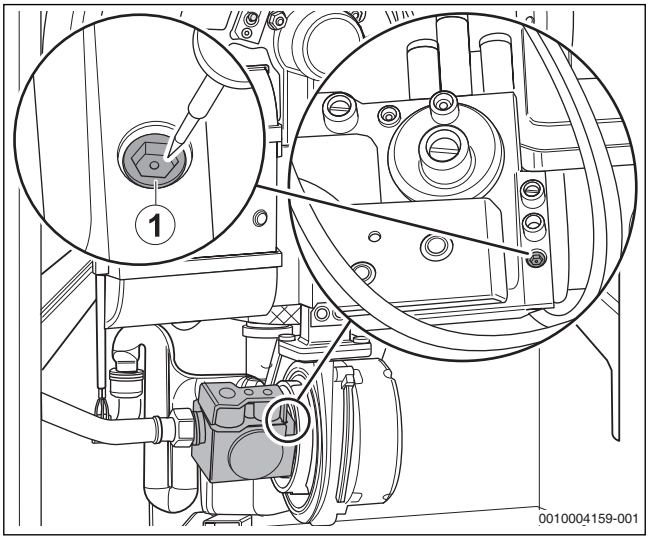

Bild 51 CO_2-Einstellung bei Volllast vornehmen
- Bei CO_2-Werten unter 8,5 % oder über 9,6 % die Einstellung an der Großlast-Einstellschraube korrigieren (→ Bild 51, Seite 28, und Tabelle 8).
- Bei CO_2-Werten unter 9,8 % oder über 10,8 % die Einstellung an der Großlast-Einstellschraube korrigieren (→ Bild 51, Seite 28 und Tabelle 9).